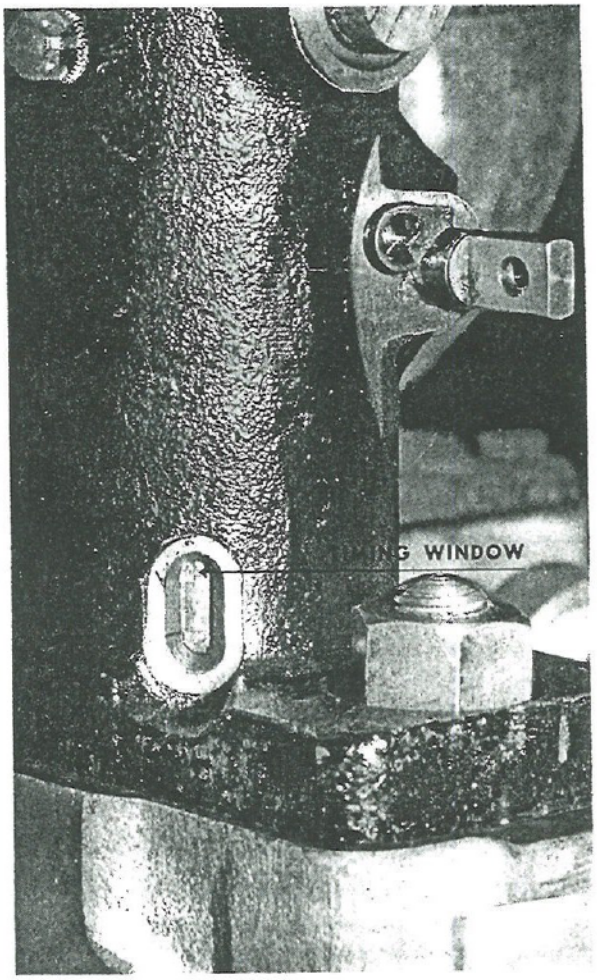
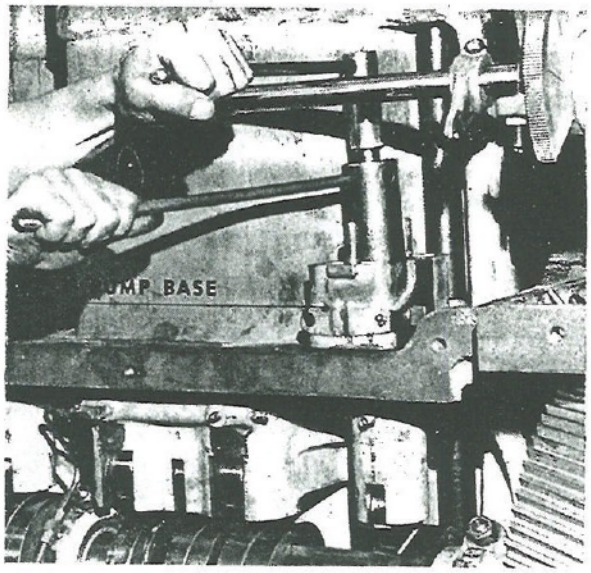

Fig. 76. Timing Window on Fuel Pump
Fig. 78. Adjusting Fuel Pump Tappet
d. Look at the fuel pump serving No. 1 cylinder and find the timing window, as shown in Fig. 76. On the lower left edge of the window a deep line is engraved. A similar line is on the plunger of the pump. If these two lines meet to form one straight line, the pump is timed for port closing. This means that the pump is at rest but ready to start into operation on the
e. If the line on the plunger is higher than the line on the side of the window, the tappet is too long. If the plunger line is below the line on the window, the tappet is too short. Measure the distance between the two lines. Remove the tubing on the pump, if it is not already off, and take off the two nuts as shown in Fig. 76, that hold the pump on the tappet base. The adjusting plug on the tappet is now available. A half turn on the tappet plug is approximately equal to 1/32nd of an inch in the tappet window. Therefore, divide the distance found between the two lines in units of 1/32nd of an inch and turn the tappet adjustment either up or down the half turns needed to close the distance between these lines. The method of adjusting is illustrated in Fig. 78. Before replacing the fuel pump over the tappet, measure the distance from the top of the tappet base to the top of the adjusting plug. If the pump is in time, this distance should be exactly 1.97 inches. Adjust until this distance prevails and replace the pump over the tappet. If the lines in the window meet, the fuel pump for No. 1 cylinder is in time for ahead running.